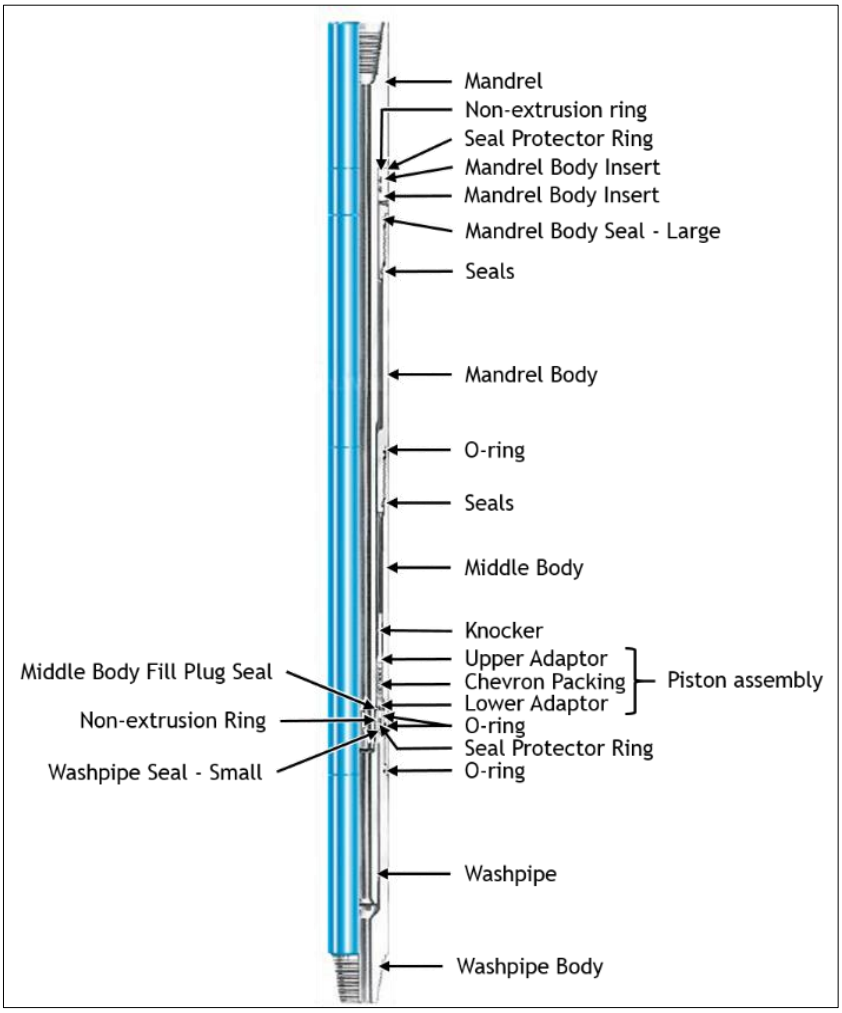

Figure 18
d. Install a jar intensifier (figure 18) above the drill collar.
The jar intensifier (figure 18) is composed essentially of a mandrel assembly (or top sub and mandrel), mandrel body insert, mandrel body, middle body, washpipe body, washpipe, knocker and piston assembly. The tool is completely filled between the mandrel body insert and washpipe body, with silicone fluid of high compressibility index.